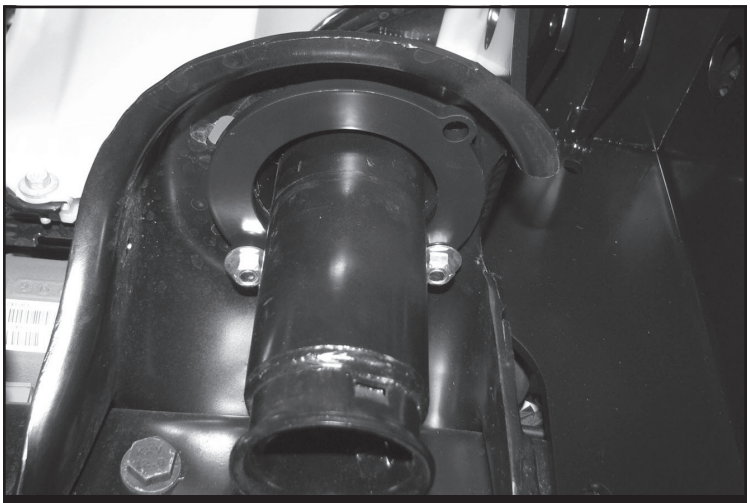

FIGURE 14 - STEP 12
12. Remove the 3/8” nut from the bottom of the coil bucket and install the FT50698 (Spacer) on the bottom side of the factory coil bucket using the 3/8” nut you just removed and another 3/8” x 1-1/4” bolt and hardware on the rear factory hole. **NOTE: Use one 3/8” USS washer on the top due to the factory hole diameter. SEE FIGURE 14**